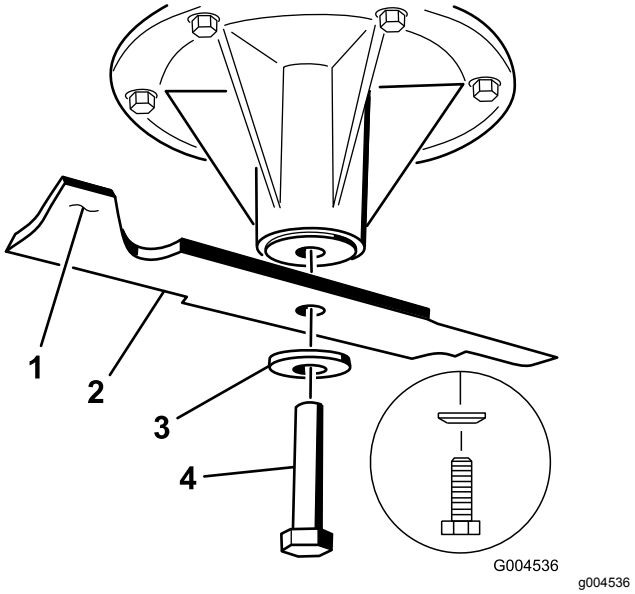

Rysunek 80
2. Zamontuj ostrze na wale wrzeciona (Rysunek 80).
3. Zamontuj podkładkę wygiętą i śrubę ostrza (Rysunek 80).
Informacja: Stożek podkładki wygiętej musi być skierowany w stronę łba śruby (Rysunek 80).